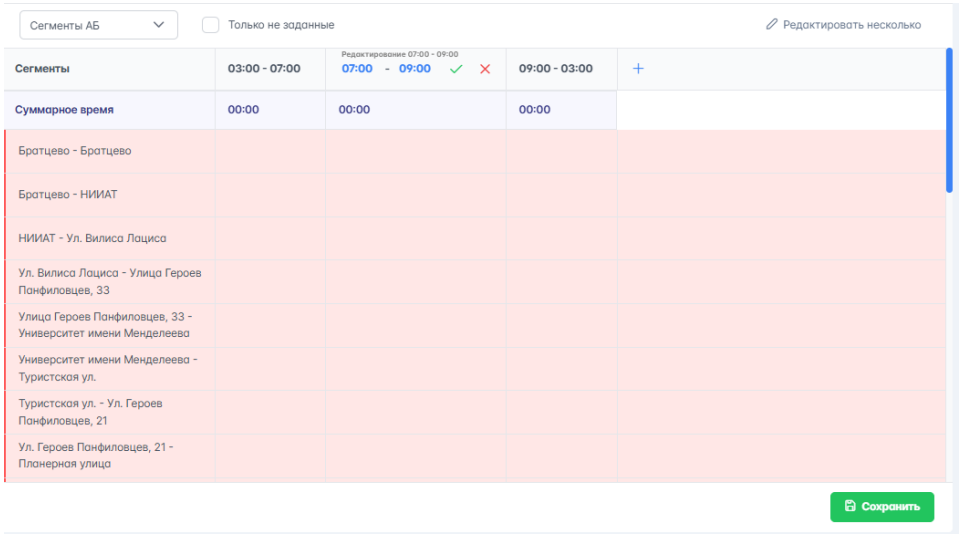

Рисунок 165 – Редактирование периода
2.2. Нажать по центру периоду, он станет доступен для редактирования (рисунок 165).